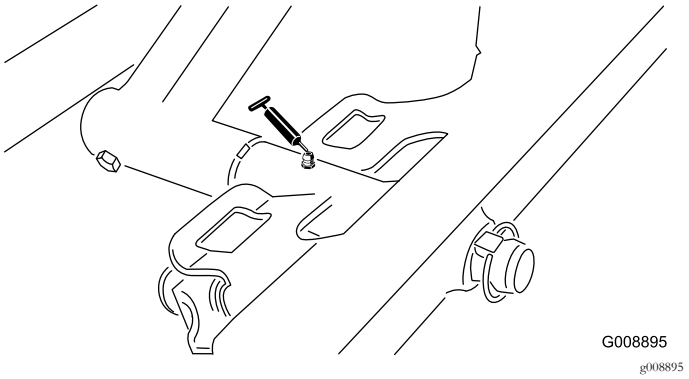

Figur 51
- Fremre klippeenhetsaksel (Figur 51)